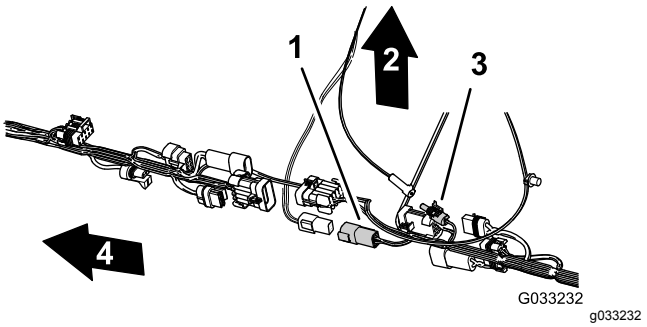

**Figur 120**
7. For at lette tilslutningen af det elektriske navigationsledningsnet og dataledningsnet skal det sikres, at konnektoren med 1 sokkel og konnektoren med 4 sokler på det bageste ledningsnet er rettet ind øverst på ledningsnettet (Figur 120).